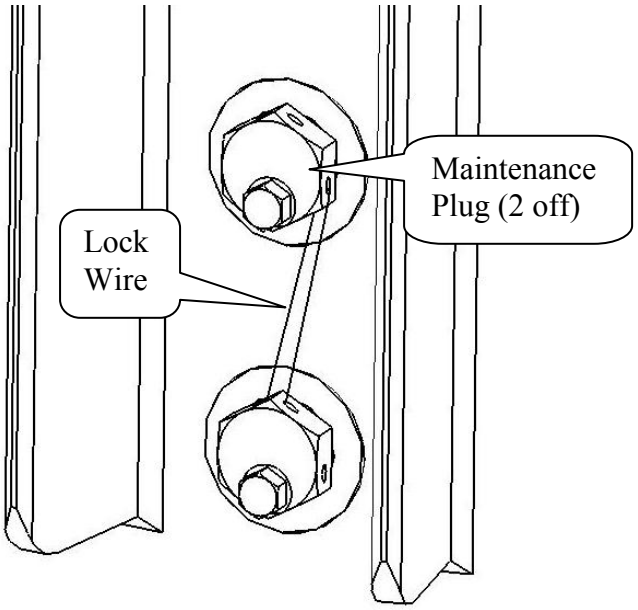

Figure 22: Flask leak-test points
- Cut the lock wire on the two maintenance plugs opposite the drain point (figure 22) and unscrew the top plug.